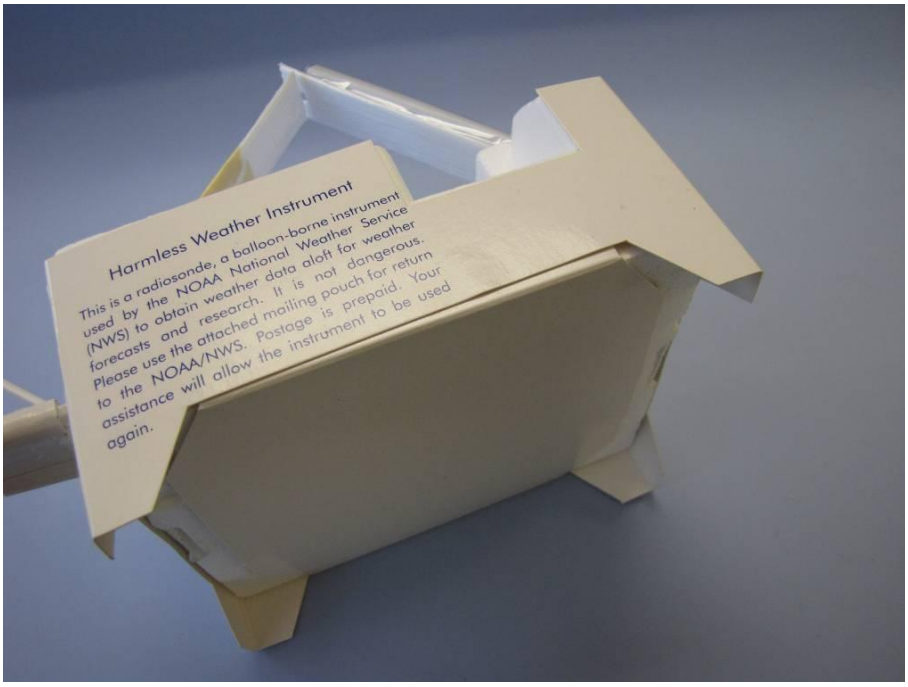

Figure 7 - Sealing the bottom of the sleeve.
5.2 Tuck the flap under the sleeve and run finger across to seal. See figure 7.